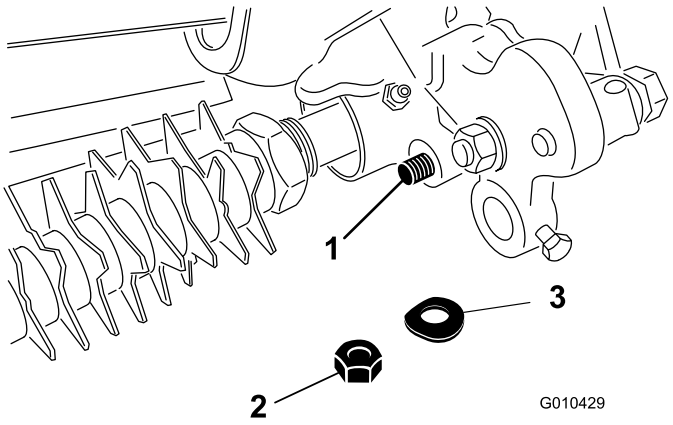

図 15
8. アジャスタアームアセンブリのロッド端部をグルーマ駆動アセンブリに固定するスプリングワッシャとロックナット3/8 インチを使用して 図 15のように取り付ける。
13. アジャスタアームアセンブリのロッド端部をグルーマ駆動アセンブリに固定するスプリングワッシャとロックナット3/8インチを使用して図 15のように取り付ける。